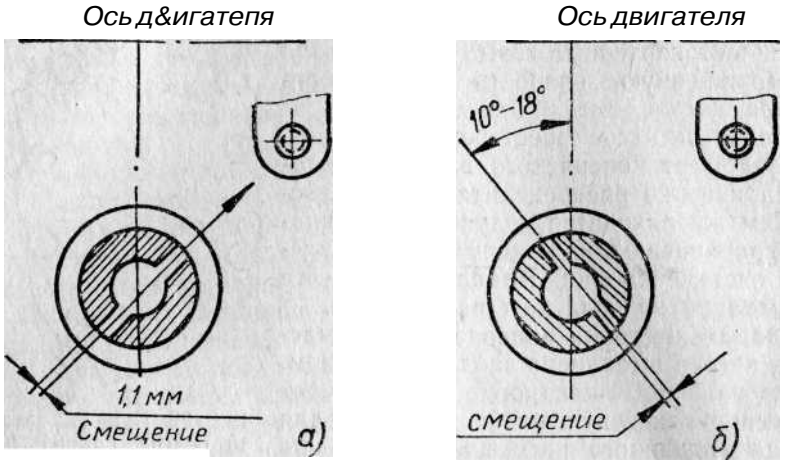

Рис. 33. Установка валика привода масляного насоса и распределителя зажигания:
2. Повернуть валик привода масляного насоса так, чтобы паз на его торце, служащий для сопряжения с выступом хвостовика распределителя, был направлен в сторону шпильки крепления распределителя (рис. 33, *а)*.
Когда шестерня валика масляного насоса войдет в зацепление с винтовой шестерней коленчатого вала, валик провернется и его паз займет необходимое положение (рис. 33, *б)*.